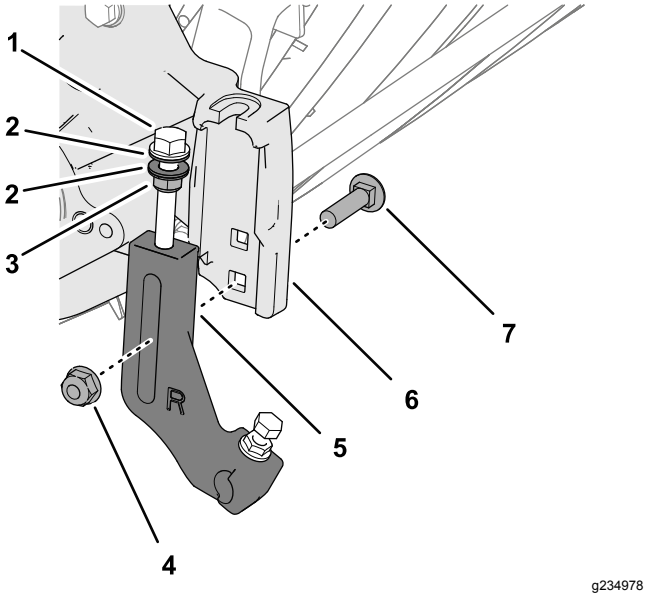

Figuur 7
1. Gebruik de onderste vierkante opening in de maaihoogtesteun van de zijplaat, monteer losjes een maaihoogtebeugel voor hoge maaistand aan de zijplaat (Figuur 7) met een borgmoer (3/8 inch) en de slotbout die u hebt bewaard in stap 3 in De maaihoogtebeugels verwijderen (bladz. 2).